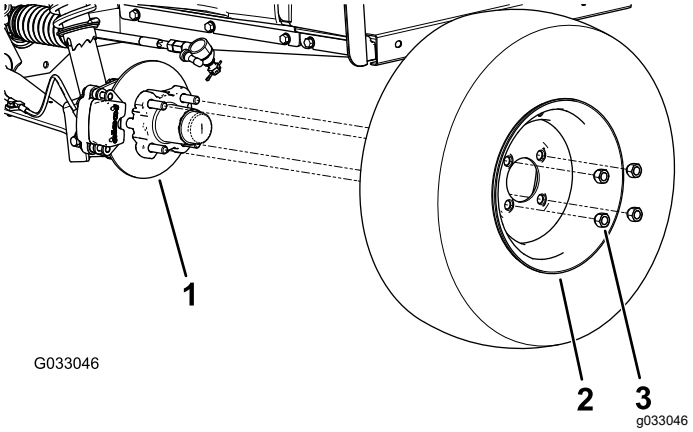

Bild 31
2. Nehmen Sie die vier Radmuttern ab, mit denen das Rad an der Radnabe befestigt ist (Bild 31).
4. Fluchten Sie die Löcher im Rad mit den Bolzen der Nabe aus und montieren das Rad so an der Nabe, dass das Reifenventil außen ist (Bild 31).
5. Befestigen Sie das Rad mit den Radmuttern an der Nabe (Bild 31).